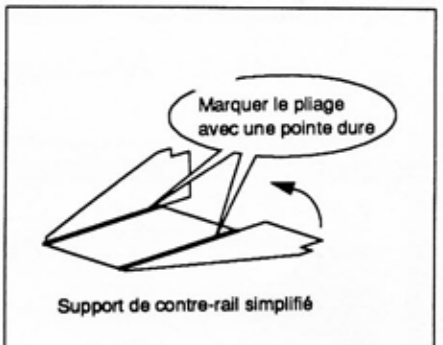

Fig 9 / Support simplifié de C.R.
- Solution simplifiée pour voies de service : les contre-rails sont réalisés en profilé de rail. Ils sont alors solidarisés au rail correspondant par des boulons ou par des supports en tôle pliée (dessin fig 9). Le profilé utilisé en HO comme en zéro n'étant pas à l'échelle, il faudra limer le patin du C.R. pour pouvoir le positionner à l'écartement Fine Scale